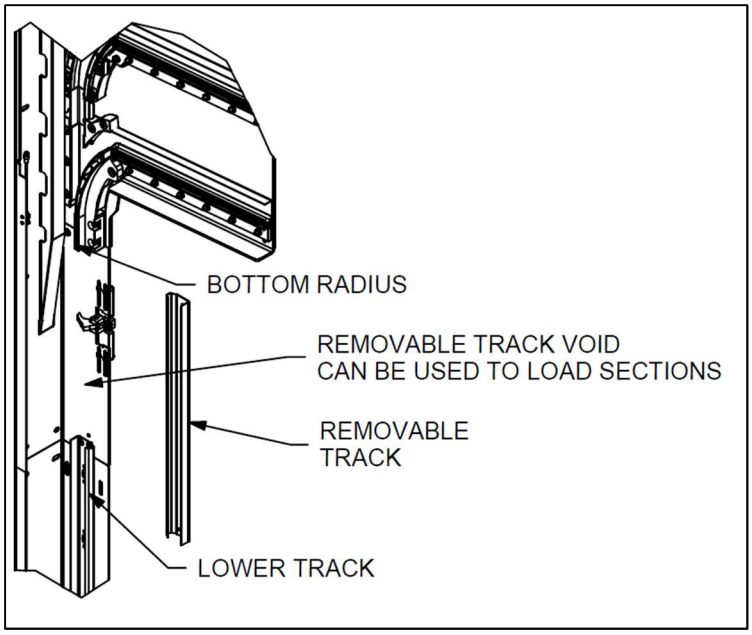

***Figure 24– REMOVABLE TRACK***
66. Attach the removable track section, using the supplied track bolts and nuts and as shown in **Figure 24**, ensuring the upper and lower track joints are smooth.